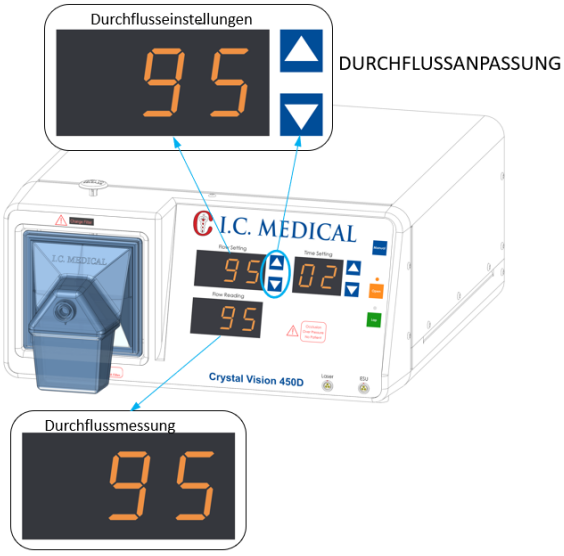

Abbildung 16: Auswahl des gewünschten Durchflusses.
8. Die DURCHFLUSSEINSTELLUNGEN-Steuertasten (Abbildung 16) stellen den maximalen Durchfluss ein, den der Chirurg wünscht. Dieser Wert wird in der Anzeige DURCHFLUSSEINSTELLUNGEN angezeigt.
9. DURCHFLUSSMESSUNG (Abbildung 16) registriert die Menge an Gas und Dampf, die derzeit tatsächlich fließt. Dieser Wert sollte Null sein, wenn die Vakuumpumpe nicht eingeschaltet ist.